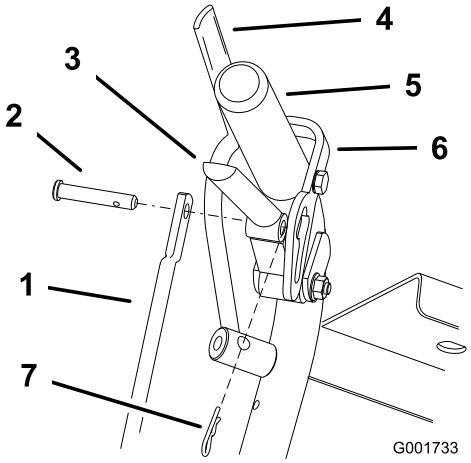
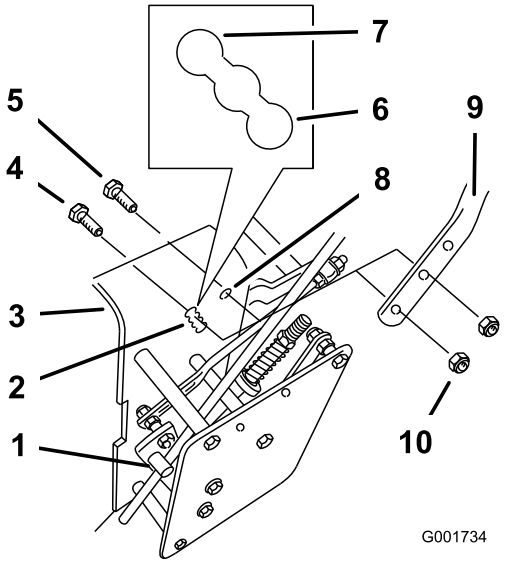

Figur 18
Figur 19
1. Avlägsna hårnålssprintarna och sprintbultarna från drivningsspakarna och neutrallåsen (Figur 18)
2. Lossa de övre flänsbultarna (3/8 x 1,25 tum) och flänsmuttern som fäster handtaget till den bakre ramen (Figur 19).
3. Ta bort de nedre flänsbultarna (3/8 x 1 tum) och flänsmuttrarna som håller fast handtaget i den bakre ramen (Figur 19).
5. Justera styrstångens längd genom att rotera stången i stångbeslaget (Figur 18 och Figur 19).
6. Montera hårnålssprintarna mellan drivningsspakarna och neutrallåsen och in i sprintbultarna (Figur 18).